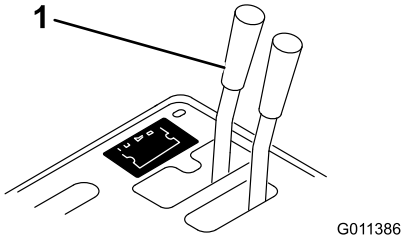
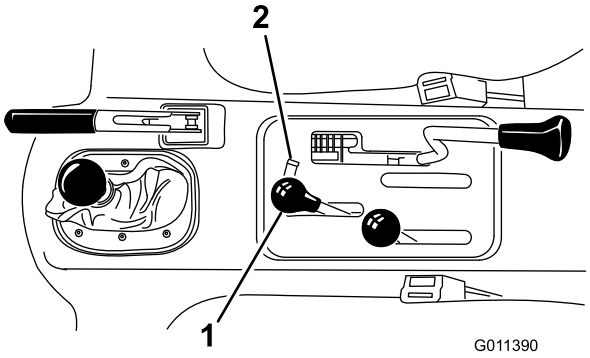

Figur 14
Figur 15
1. På fordon med serienummer som är lägre än 239999999 för du handtaget till den fjärrstyrda hydraulventilen (Figur 14) till flytläget och på fordon med serienummer som är 240000001 och högre för du den hydrauliska lyftspaken (Figur 15) fram och tillbaka för att få bort systemtrycket och underlätta urkopplingen av snabbkopplingarna.